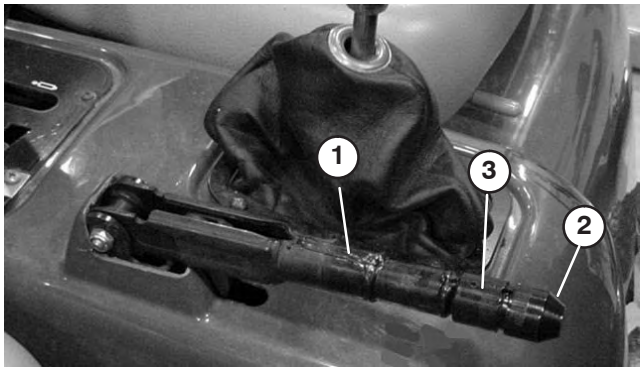

Figure 67
2. Desserrez la vis de fixation du bouton sur le levier du frein de stationnement (Fig. 67).